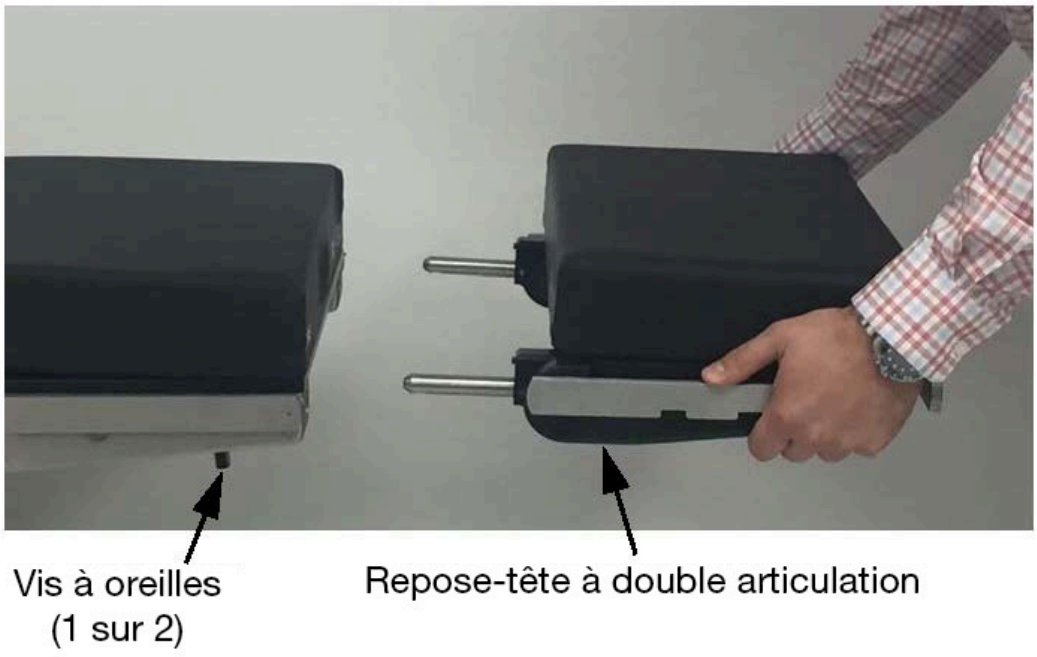

Figure 4-10. Installation du repose-tête
1. **Desserrer complètement les deux vis de verrouillage situées sur le bord inférieur de l'armature du dossier (voir la *Figure 4-10*).**